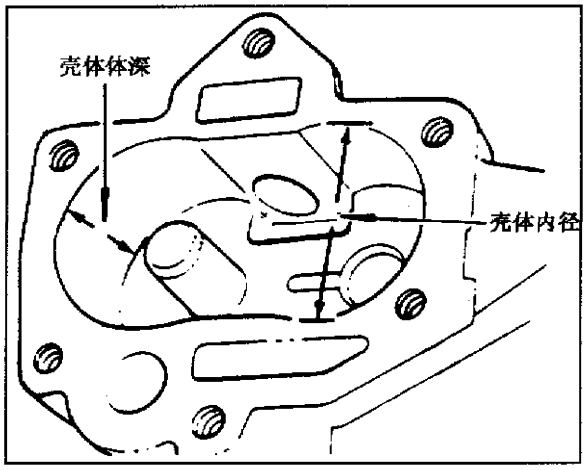

图 1-1-15　油泵壳体深度、内径检查
(2)见图 1-1-15，检查油泵壳体深度和内径。深度：30.52~30.58mm，内径：38.176~